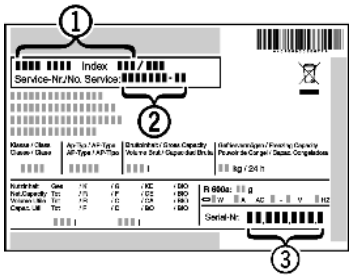

Fig. 14
▶ Наименование устройства *Fig. 14 (1)*, сервисный № *Fig. 14 (2)* и серийный № *Fig. 14 (3)* считайте с заводской таблички. Заводская табличка находится внутри устройства слева.
▶ Обратитесь в сервисную службу и сообщите вид неисправности, наименование устройства *Fig. 14 (1)*, сервисный № *Fig. 14 (2)* и серийный № *Fig. 14 (3)*.